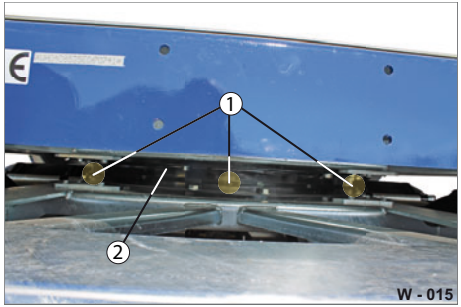

Abb. 16 Kugeldrehkranz schmieren
- ▶ Reinigen Sie die Schmiernippel und den Laufspalt (Abb. 16/2) mit einem sauberem Lappen.
- ▶ Schmieren Sie mit einer Fettpresse den Kugeldrehkranz (mit Wälzlagerfett) an Schmiernippeln (Abb. 16/1) bis zum Fettaustritt im Laufspalt ab.